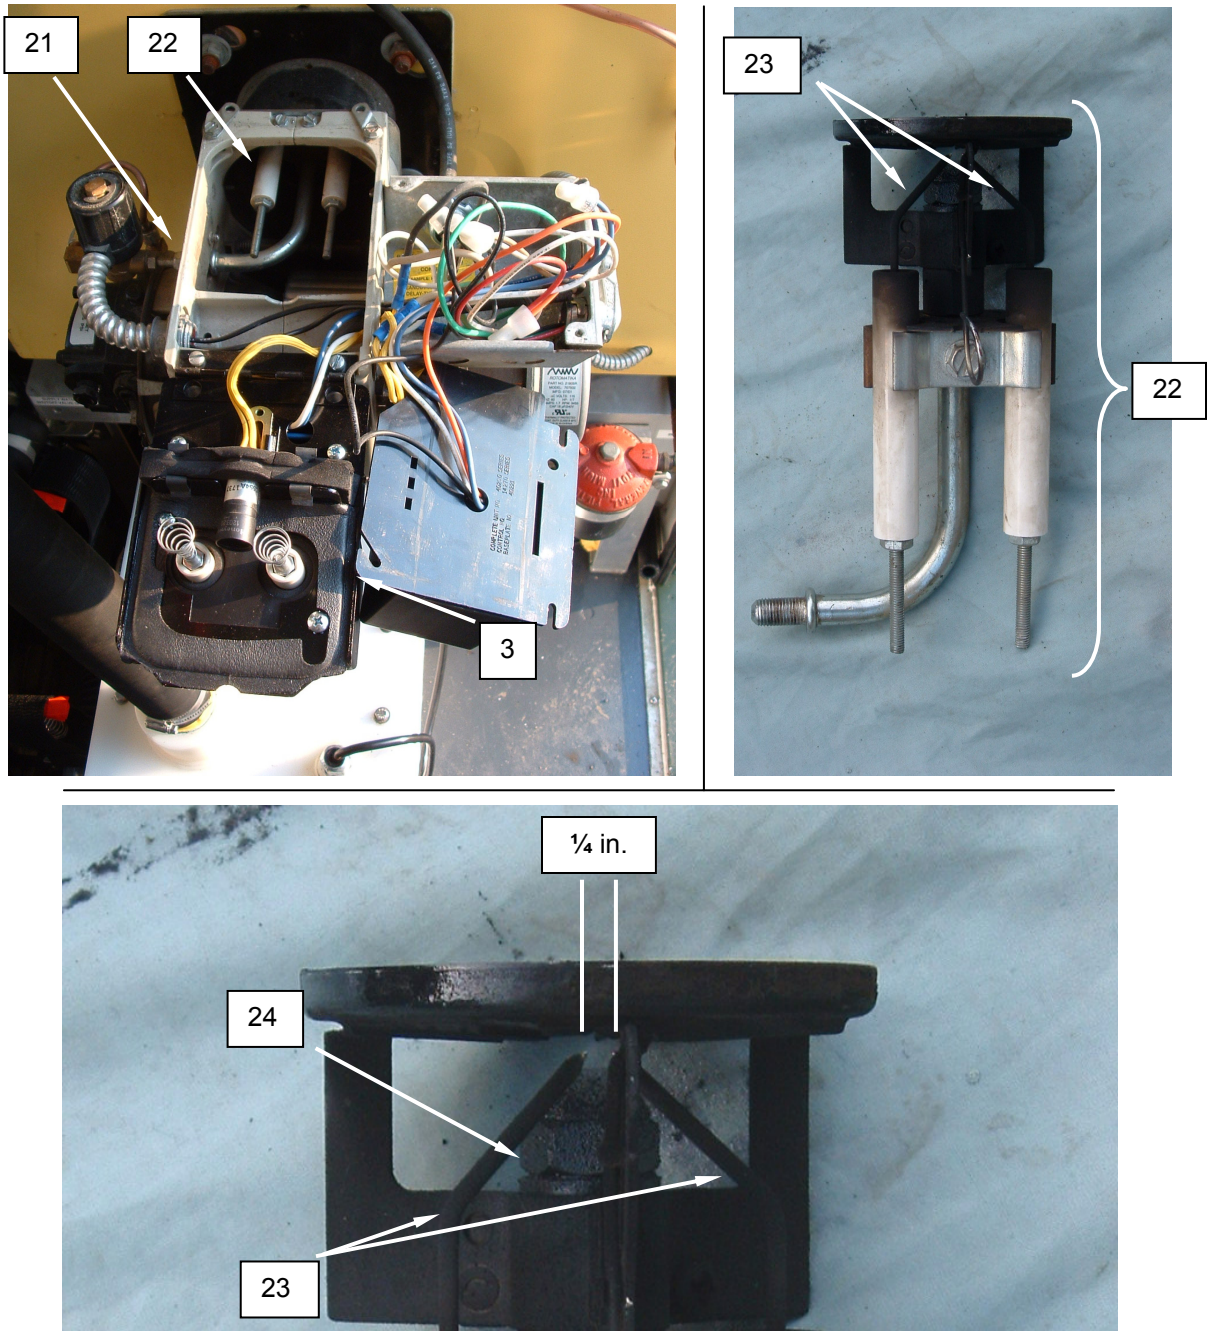

Figure 11. Adjust the Burner Electrodes.
2. Remove screws retaining transformer **(Figure 11, Item 3)**, and swing transformer up and out of the way.
3. Loosen compression nut retaining the fuel solenoid **(Figure 11, Item 21)** to the nozzle assembly **(Figure 11, Item 22)**.
4. Remove the locknut retaining the nozzle assembly **(Figure 11, Item 22)**, and remove the nozzle assembly.
5. Loosen the screws retaining the electrodes **(Figure 11, Item 23)** to the nozzle assembly **(Figure 11, Item 22)**, and position the electrodes approximately 1/4 inch apart, just above the nozzle **(Figure 11, Item 24)**.
6. Tighten the screws retaining the electrodes **(Figure 11, Item 23)**.
7. Install the nozzle assembly **(Figure 11, Item 22)** into the burner, and retain with locknut.
8. Connect the fuel solenoid **(Figure 11, Item 21)** to the nozzle assembly **(Figure 11, Item 22)**, and tighten compression nut.
9. Swing transformer **(Figure 11, Item 3)** back into place and retain with screws.